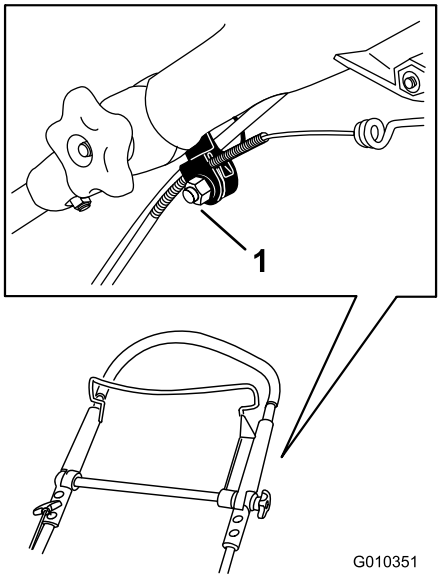

**Figur 43**
1. Lossa muttern på kabelfästet (Figur 43).